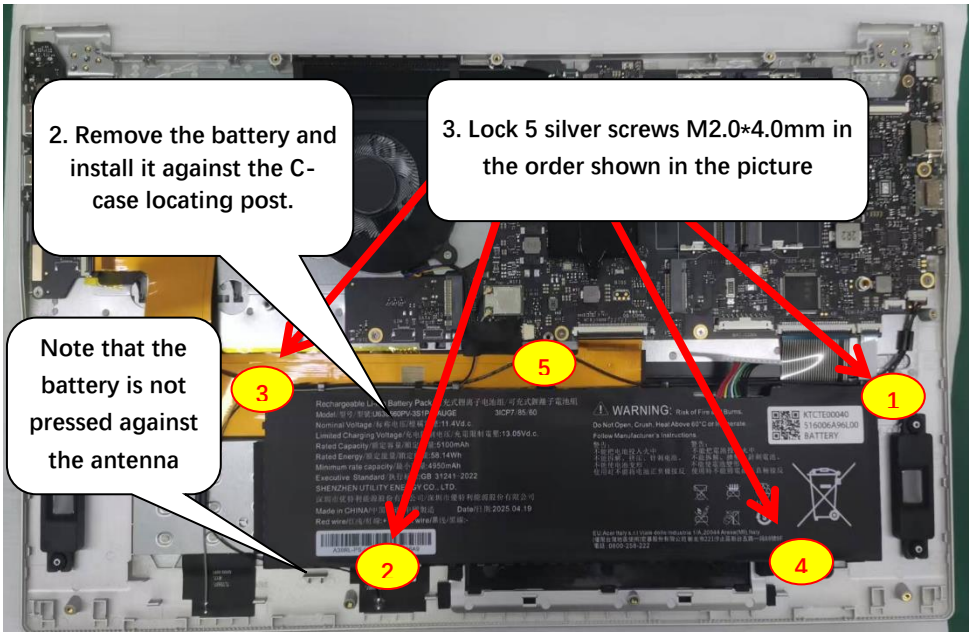

Figure 3-49 Replacing the Battery Pack
1. Install the battery to the screw post, according to the order shown in Figure 3-49 to lock the battery five CM2 * 4.0 screws; after locking the battery screws, the machine will pick up the front and back flip back and forth two to three times, to ensure that there is no screws or other foreign objects have fallen in the machine.